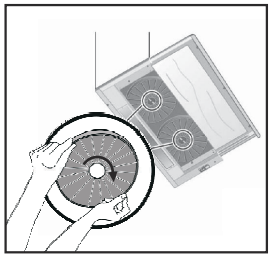

Fig. 8: KUL1/KUL2/KUL3
- Montera kolfiltrena med hålsidorna in mot motorn (Fig 8).